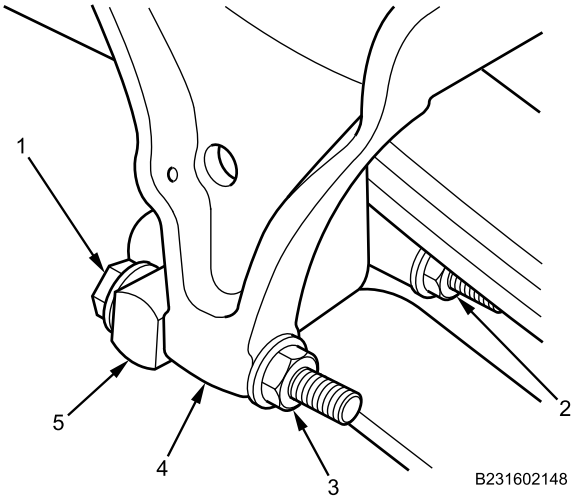

Figure 3. Rear Spring Pivot Link.
5. Remove nuts (Figure 3, Item 2 and 3) from rear spring pivot link bolts (Figure 3, Item 1).
6. Remove two rear spring pivot link bolts (Figure 3, Item 1) from rear spring front bracket (Figure 3, Item 4) and rear spring pivot link bushing pin (Figure 3, Item 5).